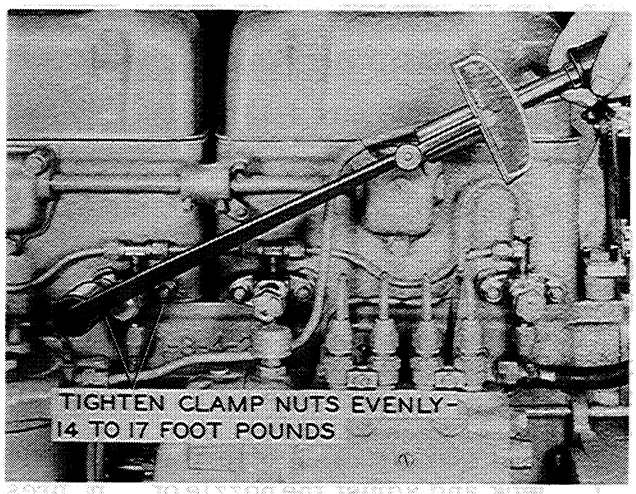

Figure I-12. Tightening Injector Clamp Nuts with a Torque Wrench
4. Using a torque wrench, tighten the injector clamp nuts evenly to 14 to 17 pounds Figure I-12. Alternate from one nut to the other to prevent cocking the injector in the cylinder head.